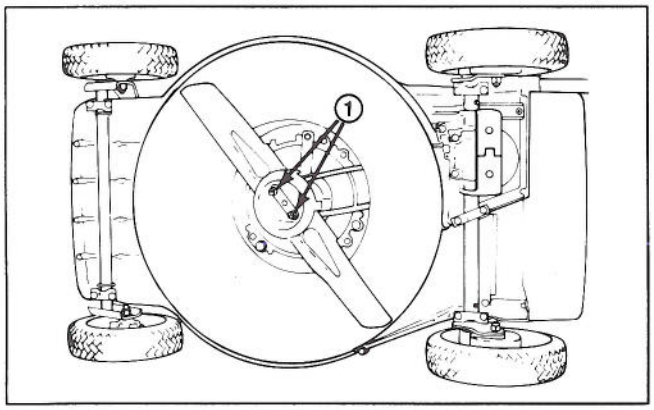

Figure 23
3. Tip mower on its right side (Fig. 23). Avoid rotating blade as starting problems may result.
5. REMOVING BLADE—Grasp end of blade using a rag or thickly padded glove. Remove (2) blade nuts, (2) washers, anti-scalp cup, and blade (Fig. 23 & 25).